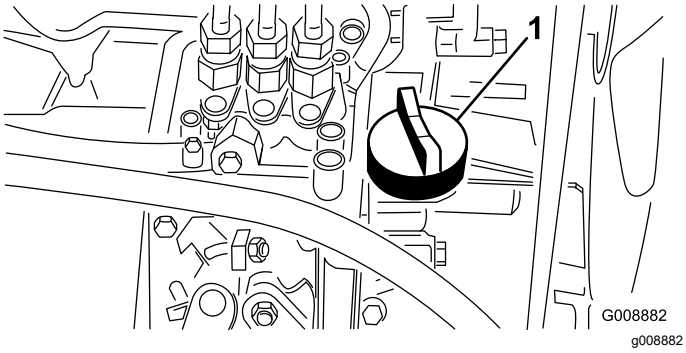

Figure 28
4. Si le niveau est bas, retirez le bouchon de remplissage (Figure 28) et versez progressivement de petites quantités d'huile, en vérifiant fréquemment le niveau, jusqu'à ce que l'huile atteigne le repère maximum sur la jauge.